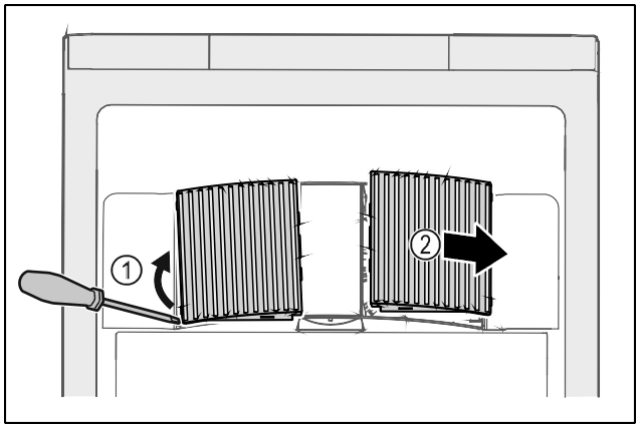

Fig. 46
- ▶ Ventilatorabdeckungen vorsichtig von der Seite heraushebeln *Fig. 46 (1)* und nach vorne abnehmen *Fig. 46 (2)*.